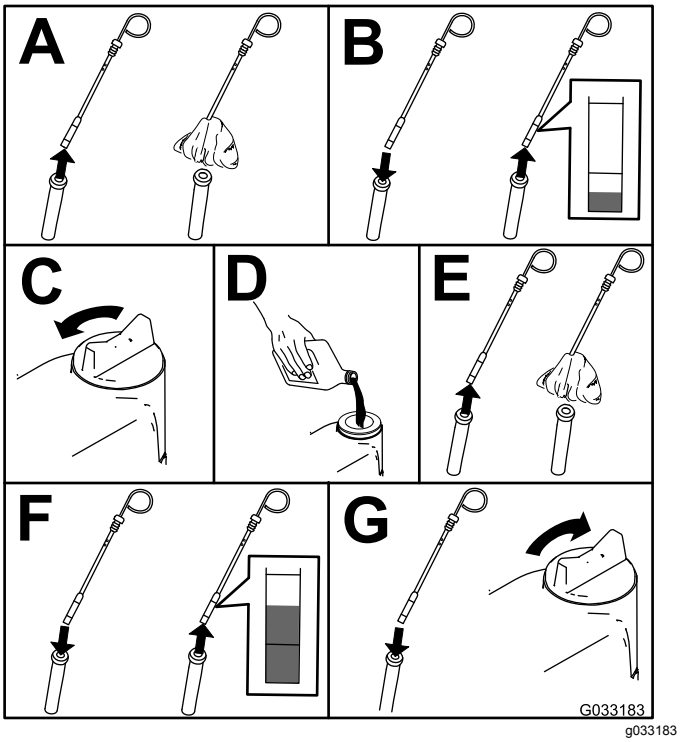

Figur 54
2. Kontrollér motoroliestanden (Figur 54).